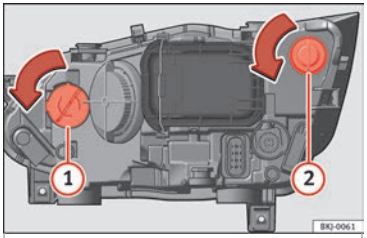

Fig. 116 En el vano motor: lámpara de luz intermitente ① y lámpara de luz DRL (luz de día) ②.
– Gire el portalámparas ››› fig. 116 ① o ② hacia la izquierda y tire.